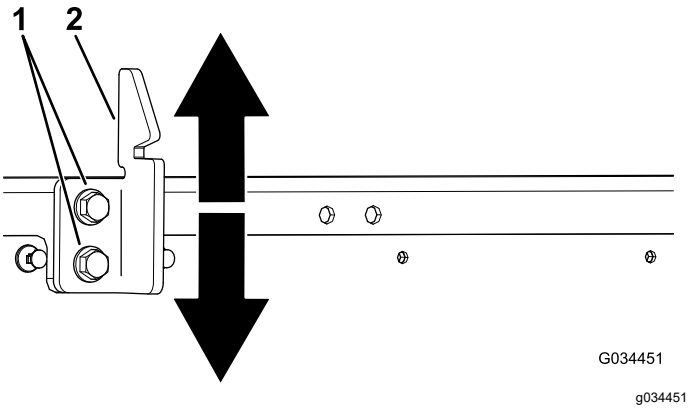

Bild 53
3. Lösen Sie die zwei Schrauben am Schlagbolzen des Ladepritschenriegels und bewegen Sie den Schlagbolzen nach oben oder unten, je nach dem, ob der Schlagbolzen zu hoch oder zu niedrig ist (Bild 53).
4. Ziehen Sie die zwei Schrauben am Schlagbolzen des Ladepritschenriegels an (Bild 53).